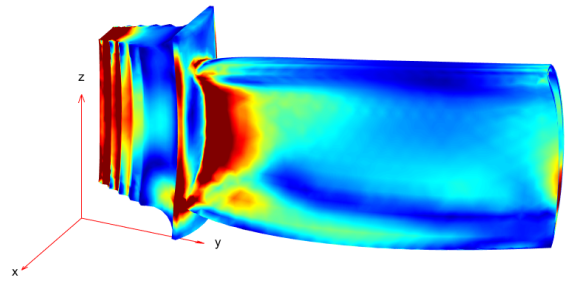

Figure 1: *The simulated von Mises stress profile for a select turbine blade design.*
- The simulator returns *two scalar outputs*: the maximum stress over the turbine blade, and its maximum displacement (which measures the amount of deformation). Figure 1 visualizes the von Mises stress profile from which these quantities are computed.